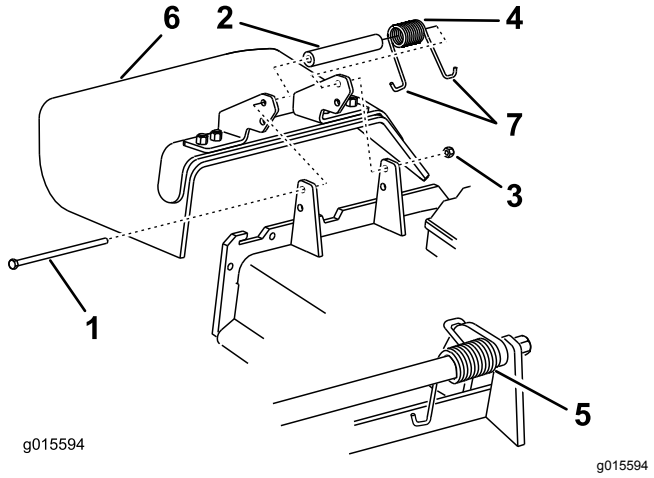

Figur 107
1. Ta bort låsmuttern, skruven, fjädern och distansbrickan som håller fast gräsriktaren på tappfästena (Figur 107).
2. Demontera den skadade eller slitna gräsriktaren (Figur 107).
Obs: Kontrollera att den ena av fjäderns **J**-formade ändar sitter bakom däckkanten innan du monterar skruven enligt Figur 107.
6. Placera fjäderns 1 **J** krokformade ände runt gräsriktaren (Figur 107).